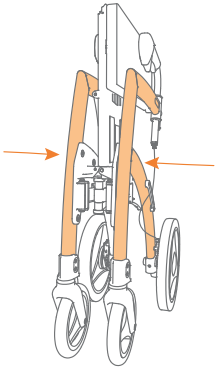

Figure 11C: **Pousser le cadre davantage vers l'intérieur.**
e. Poussez les côtés du cadre l'un vers l'autre jusqu'à ce que le déambulateur soit complètement plié **(Figure 11C)**.